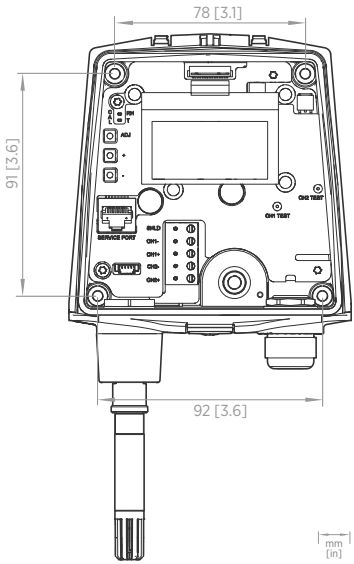

Figure 3 Wall mounting measurements
2. Make sure that the transmitter is correctly aligned and attach it directly to the wall with up to four screws (not included in the package). Figure 3 (page 18) shows the distances between attachment points.